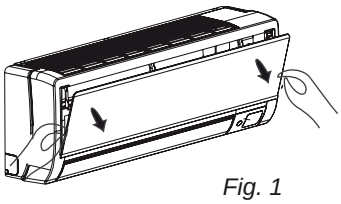
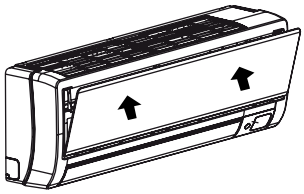
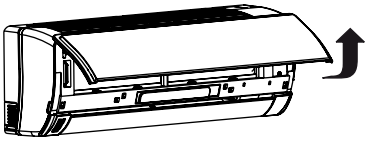

Fig. 1
Fig. 2
Fig. 3
1. Grasp both sides of the panel and pull it down (Fig. 1): the panel opens upward to an angle of 15° (Fig. 2). Push the panel upward and then lift it up. (Fig. 3).